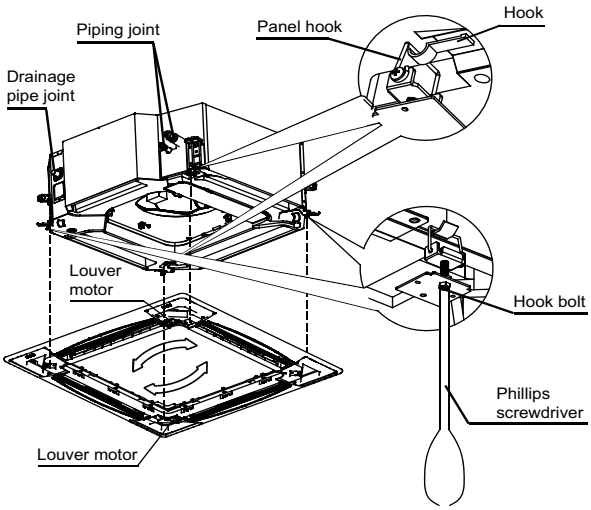

Fig. 10 —Mounting Panel
4. Secure panel (without the grille) onto the unit using M5 x 16 screws and washers. Before tightening the screws, be sure the panel is flush with the false ceiling. See Fig. 10.